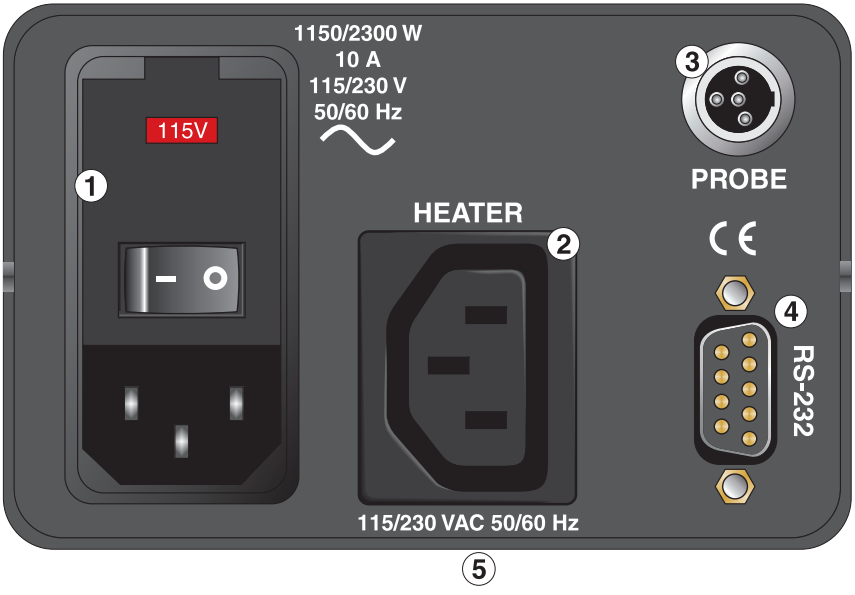

Figure 4 *Back Panel*
The following features are found on the rear panel of the controller: (1) the power entry module, (2) the heater power connector, (3) the control probe input connector, and (4) the RS-232 interface connector (see Figure 4).
(1) The power entry module includes: (A) the IEC power line connector, (B) the ON/OFF switch, (C) the voltage selector with indicator window and two fuses. The unit is shipped from the factory with fuses as listed in the specifications (Section 2.1 on page 9). Additional information on fuse usage is in Section 4.5.
WARNING: *The output voltage to the heater socket (item 2 in Figure 4) is the same as the input voltage of the power entry module (item 1 in Figure 4).*
(C) The power entry module is provided with a dual voltage selector integrated into the fuse holder. The controller has been specially designed to allow either 115 or 230 VAC operation. The voltage indicator window notifies the user of the voltage selected. See Figure 4.